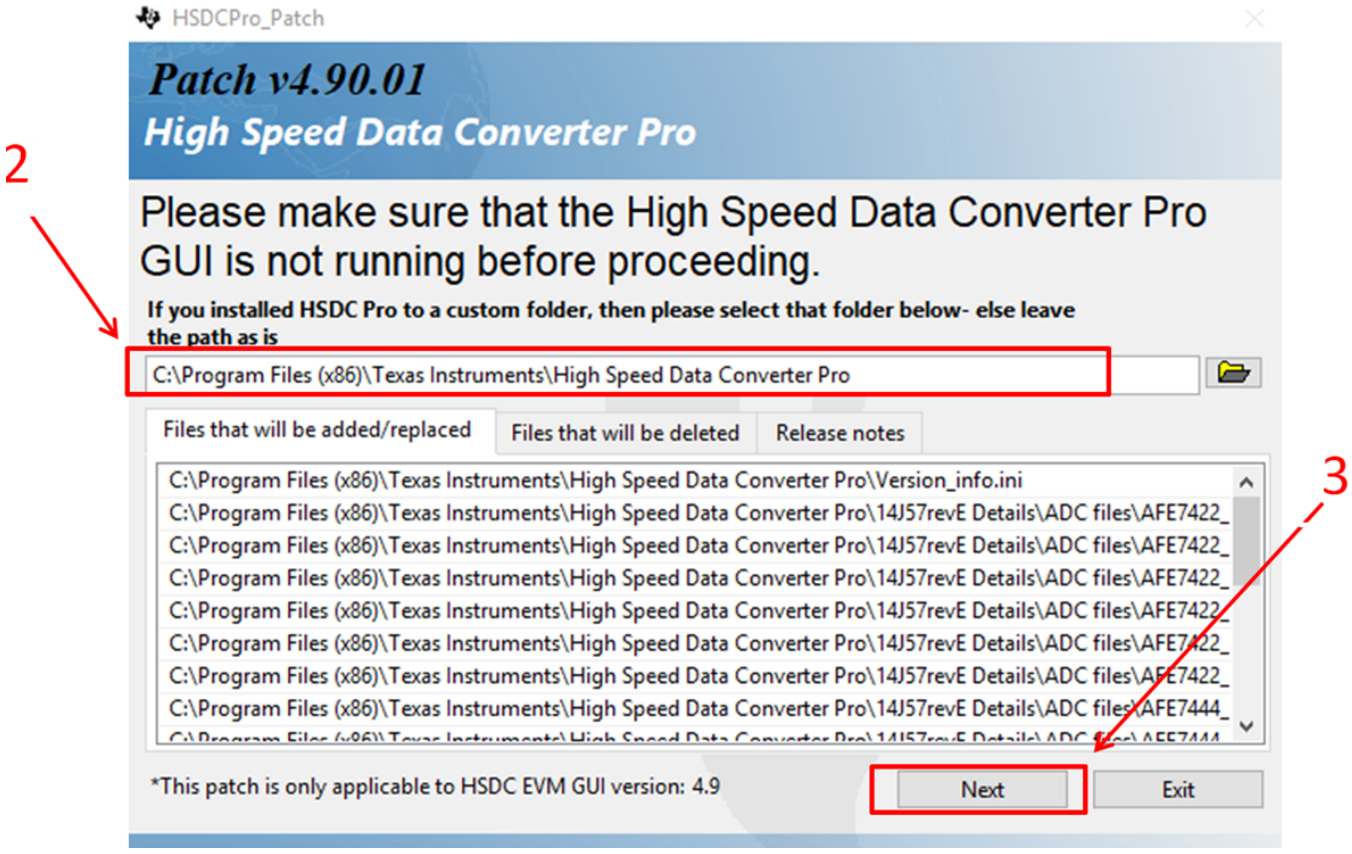

Figure 3. HSDCPro Patch v4.90.01
2. As shown in Figure 3, copy and paste the following path into the program: *C:\Program Files (x86)\Texas Instruments\High Speed Data Converter Pro*